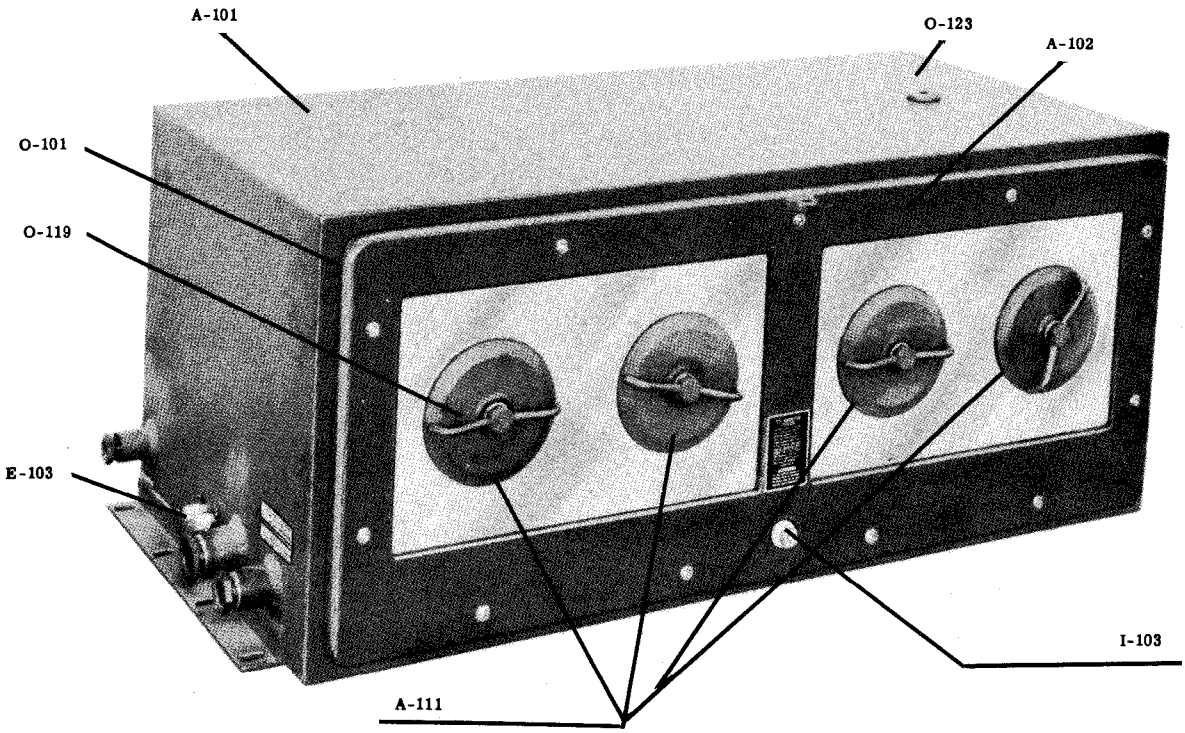

Figure 7-3. Radio Cabinet CY-731A/MRC
a. GASKET.-If the rubber gaskets around the cover assembly or the gaskets binding the plexiglass windows have become damaged or have deteriorated, they must be replaced to insure the necessary watertight installation. Faulty gaskets are often the cause of water seepage into the radio cabinet, or the presence of excess moisture. Figure 7-3 shows the location, and Figure 7-6, a cross-sectional view of these gaskets.